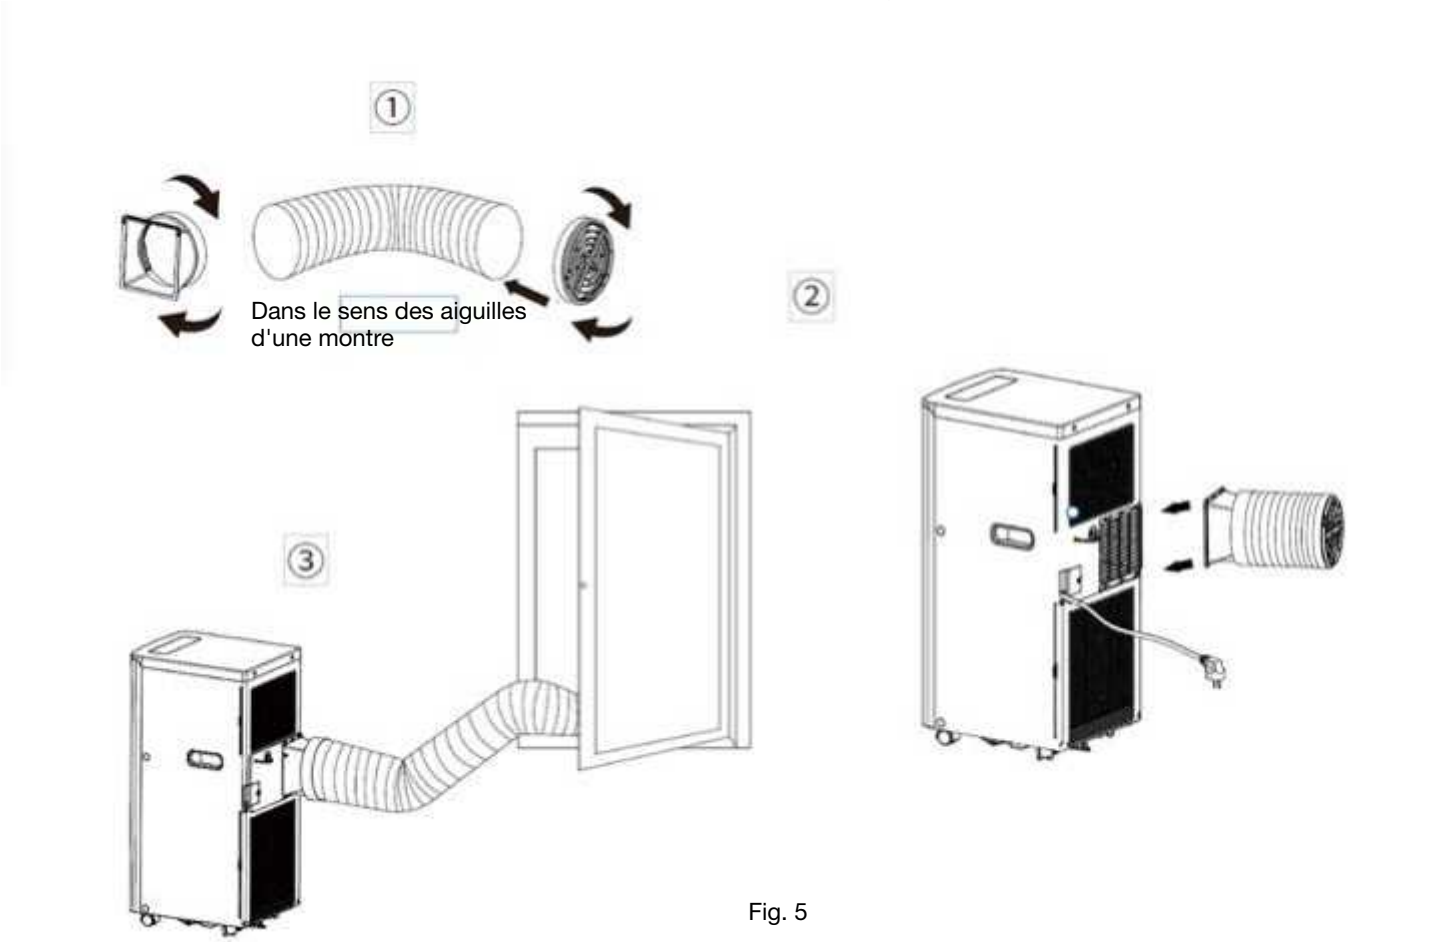

Fig. 5
3. Placez l'autre extrémité du tuyau d'évacuation sur le rebord de la fenêtre (voir Fig.5).